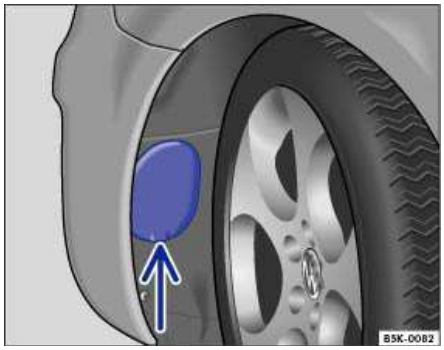

Fig. 178 In the wheel house liner: Removing the cover.
2.	With the flat blade of the screwdriver from the vehicle tool kit , remove the cover in the wheel house lining from below ⇒ fig. 178 (arrow).
7.	Attach the connector (2) to the bulb holder (1). The connector must latch audibly.
8.	Replace the cover ⇒fig. 178 in the wheel house liner.